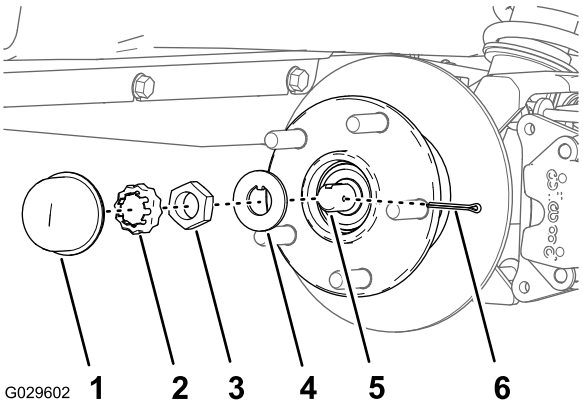
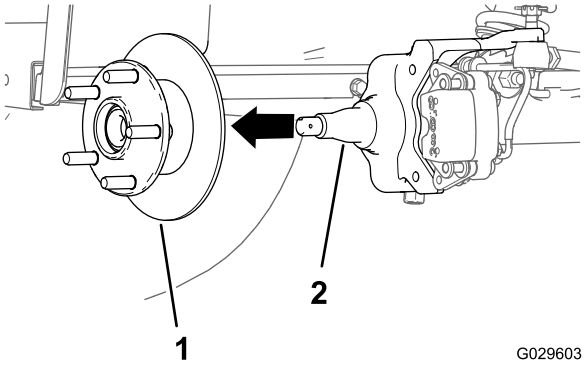

Figura 30
Figura 31
4. Retire el tapón guardapolvo del cubo (Figura 30).
5. Retire la chaveta y el retén del eje/tuerca del eje (Figura 30).
6. Retire la tuerca del eje, y separe el conjunto de cubo y rotor del eje (Figura 30 y Figura 31).